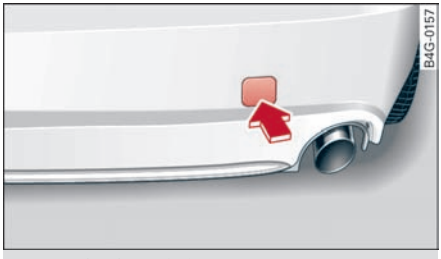

图 241 后保险杠：遮蔽盖
- 短促有力地向内按压盖罩的下部 ⇨ *图 241*。盖罩从保险杠上松开。